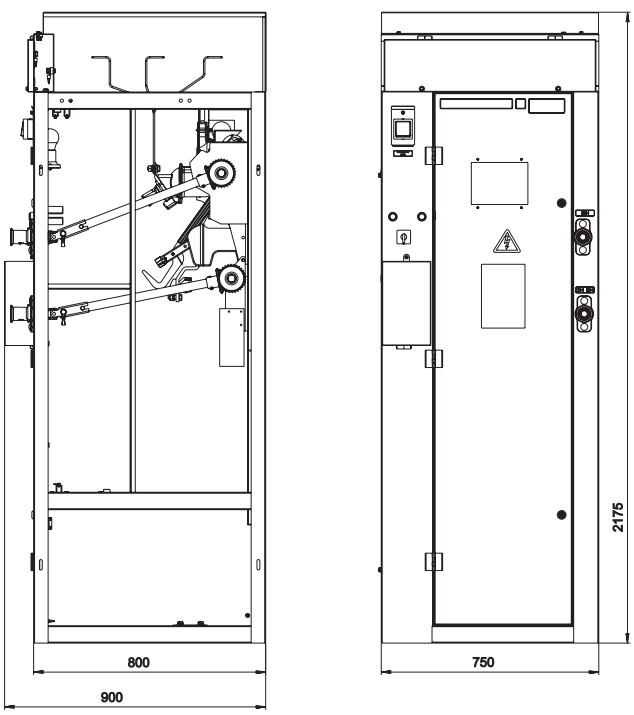

Рис. 2
- **NAL(F) – ABB (рис. 2);**
- **OM(B) – ZWAE (Польша) (рис. 2).**